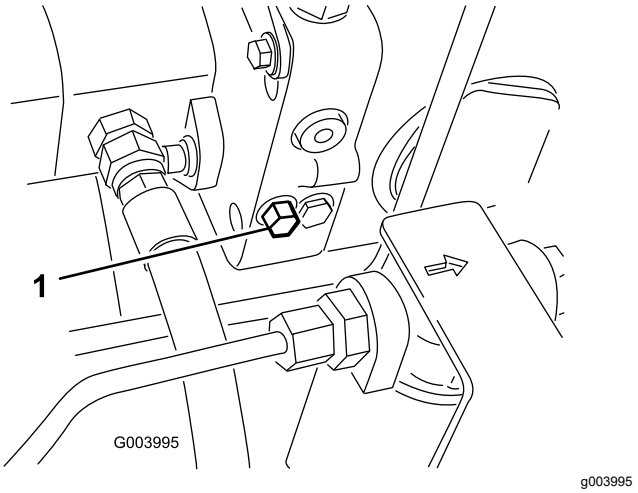

Rysunek 37
1. Zawór obejściowy znajduje się po lewej stronie higrostatu (Rysunek 37). Obróć śrubę o 1,5 obrotu, aby otworzyć zawór i umożliwić wewnętrzne obejście cieczy.